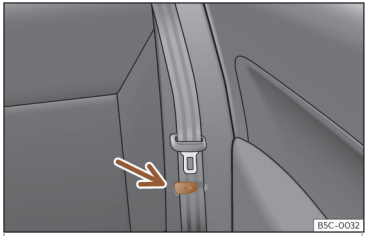

Fig. 107 Asiento trasero: pinza para sujetar el cinturón de seguridad.
- Coloque los cinturones de seguridad laterales en la pinza del revestimiento ››› **fig. 107**.